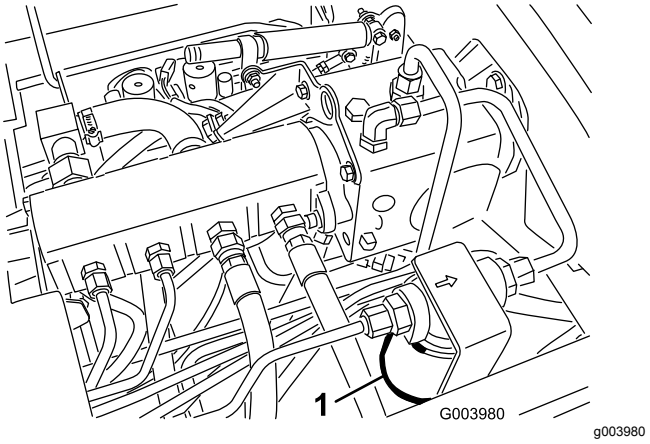
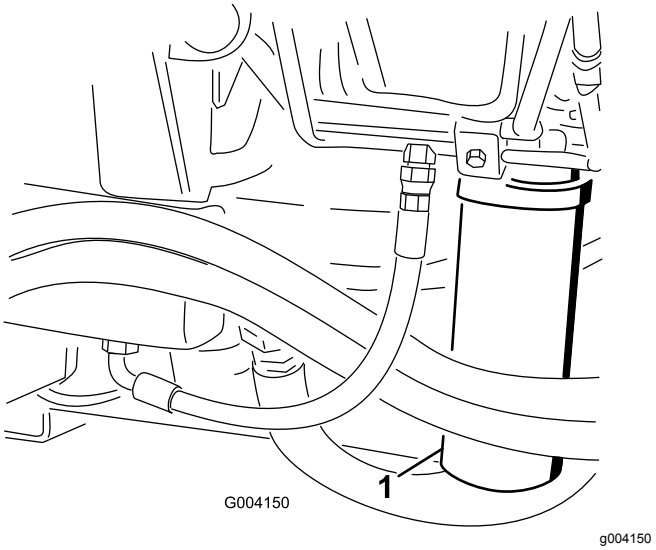

**Figur 72**
**Figur 73**
2. Rengør området rundt om filtermonteringsområdet, og sæt en bakke under filteret (Figur 72) og (Figur 73).